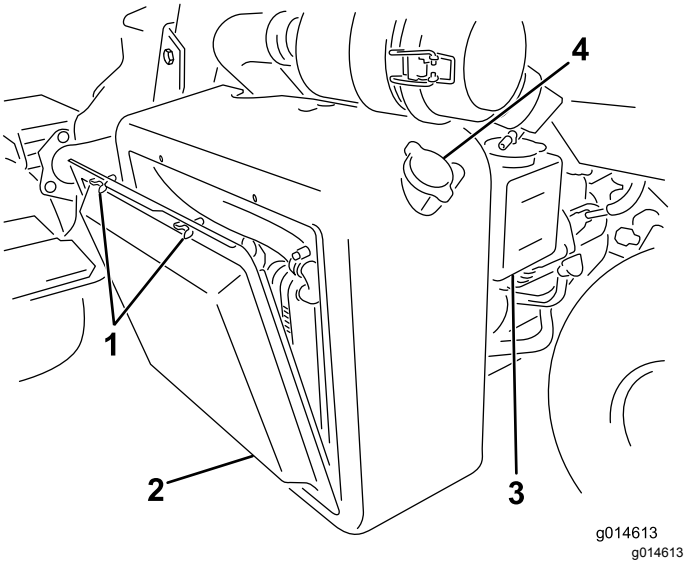

Figur 56
1. Ta bort kylargallret (Figur 56).